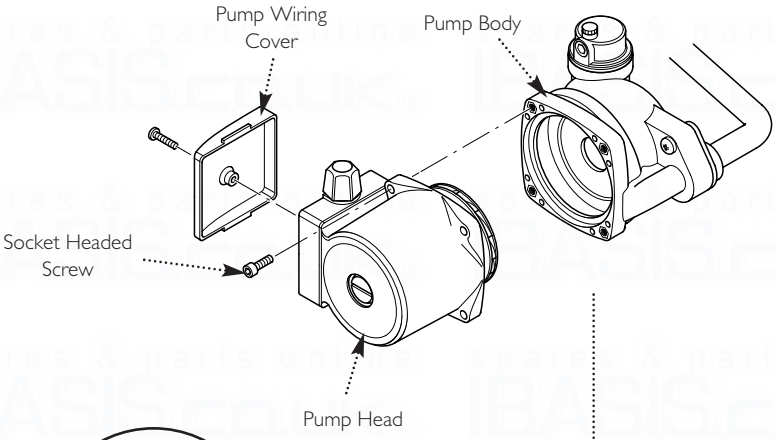

Fig. 91
14.12 Pump - Head Only (Fig. 91)